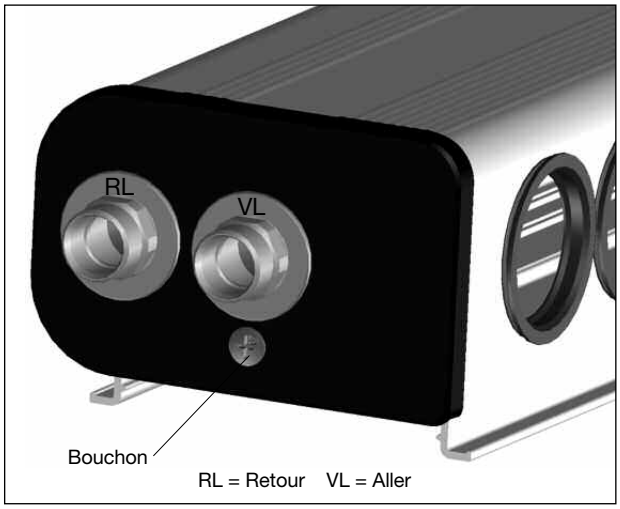
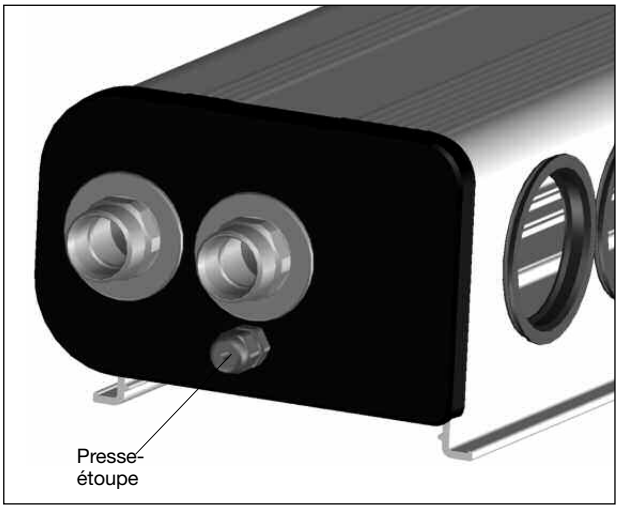
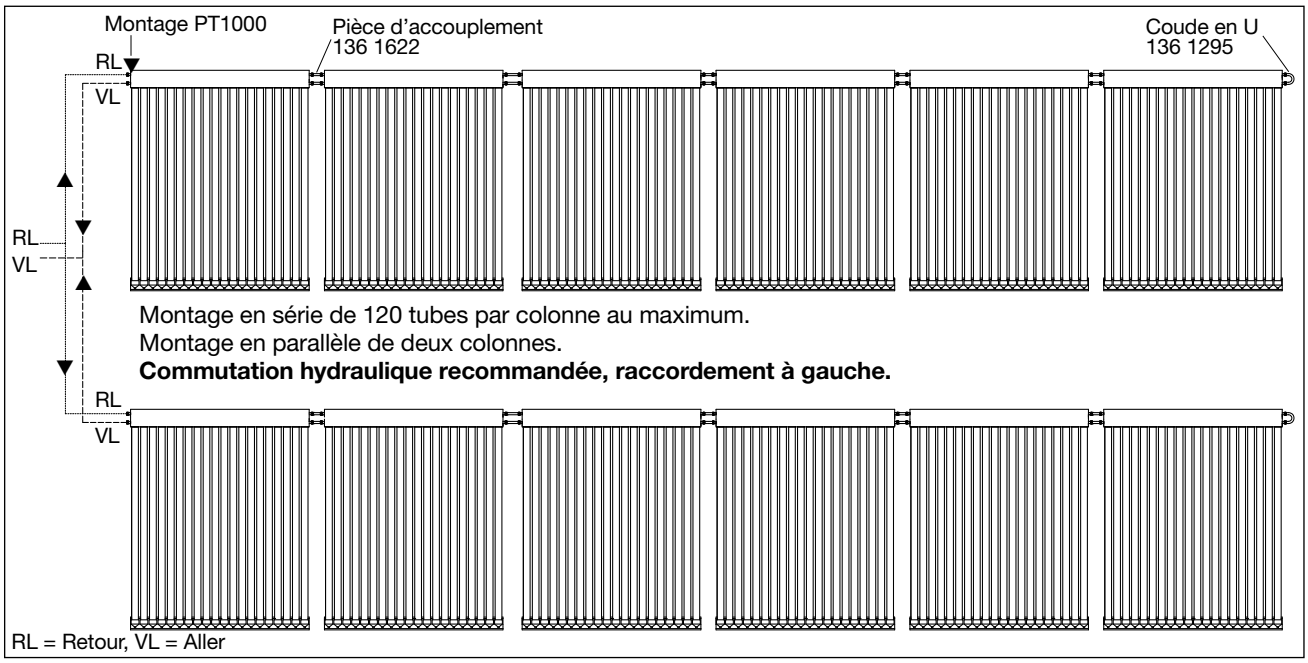

Fig. 26: Face gauche avec bouchon
Fig. 28: Face gauche avec presse-étoupe pour fixer le câble de la sonde de température (par ex. PT 1000)
Fig. 31: Commutation hydraulique recommandée de capteurs OKP, raccordement à gauche.
Les collecteurs des capteurs OKP peuvent être montés en série côte à côte avec un écartement de 135 mm - 145 mm (voir fig. 26). Lors de l'installation de plusieurs capteurs, douze capteurs OKP 10 ou six capteurs OKP 20 (voir fig. 31) avec 120 tubes au total peuvent être montés en série. Des installations avec plus de 120 tubes doivent être montées selon une boucle de Tichelmann - le circuit solaire est réparti en plusieurs colonnes de 120 tubes chacune. Les colonnes individuelles présentant alors la même résistance, leurs débits sont identiques. Pour les capteurs OKP 10 et OKP 20, la sonde de température doit toujours être montée sur l'aller chaud (VL) du côté gauche du capteur (voir fig. 28).